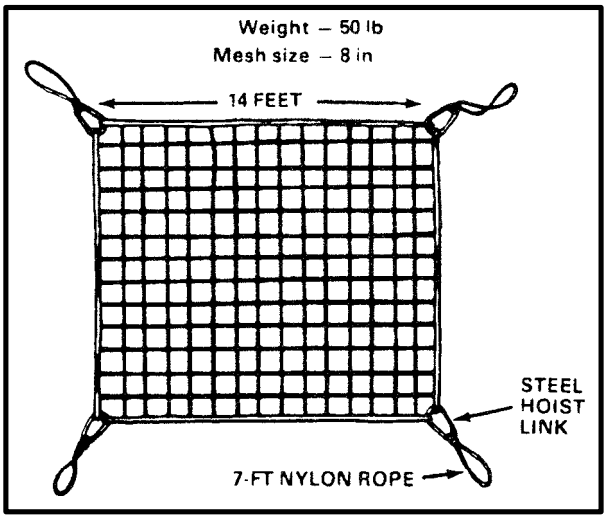
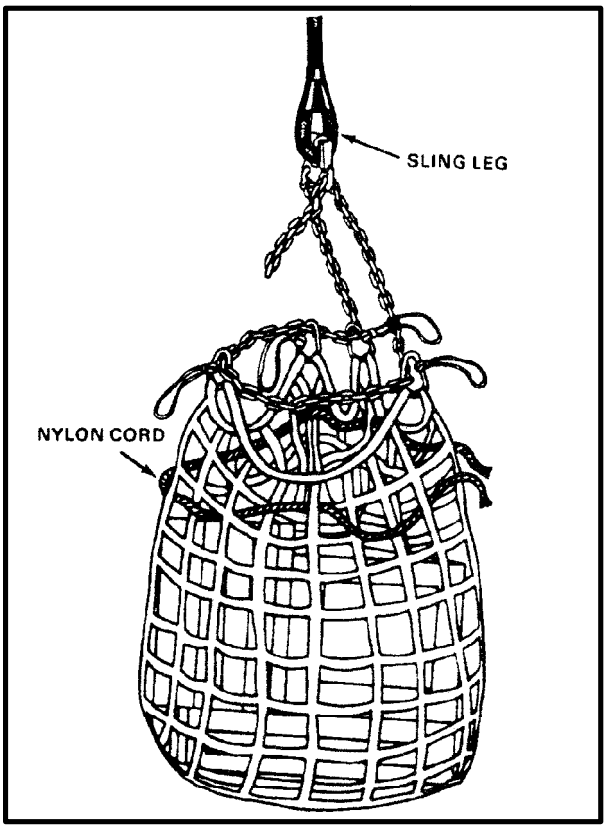

*Figure 7-1. Flat-Web Nylon Cargo Net*
*Figure 7-2. Rigging A Loaded Net*
The flat-web nylon cargo net was designed to carry loose cargo when loading or offloading ships. It was not designed nor tested for helicopter sling loading, although it is commonly used during sling load operations. The net weighs 50 pounds and has a flat surface area measuring 14 feet x 14 feet. The mesh size is 8 inches square. A 10 foot x 10 foot and 12 foot x 12 foot net are also available. The rated capacity of the net is 2,500 pounds (Figure 7-1), downgraded from 4,500 pounds due to an increased safety margin. The net has four steel hoist links with one link attached to each corner of the net. A 7-foot loop of nylon rope may be attached to each link to help the riggers spread out the net. Refer to Chapter 9 when using the net during vertical replenishment operations. It is important to position the load diagonally at a 45 degree angle to the sides of the net. Refer to Figure 7-2 for the proper position of the load.
- Tie the net around the top of the cargo with nylon cord (Figure 7-2) or other material by routing the cord through the net mesh. Tighten and secure the cord to prevent the net from hanging loose and cargo falling out.